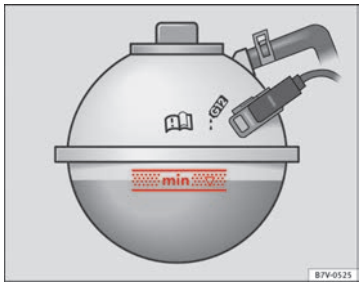

Fig. 116 Dans le compartiment moteur : repère sur le vase d'expansion du liquide de refroidissement.
- Avec le moteur froid, vérifiez le niveau du liquide de refroidissement à l'aide du repère latéral du vase d'expansion ⇒ fig. 116.
- Le niveau de liquide de refroidissement doit se trouver dans les limites repérées sur le vase d'expansion ⇒ fig. 116. **Ne dépassez pas le bord supérieur de la zone indiquée** ⇒ ⓘ.
- Ajoutez du liquide de refroidissement seulement jusqu'au bord supérieur de la zone indiquée ⇒ fig. 116. Sinon, en cas de réchauffement, le surplus de liquide de refroidissement sera refoulé hors du circuit de refroidissement et provoquera des dommages.